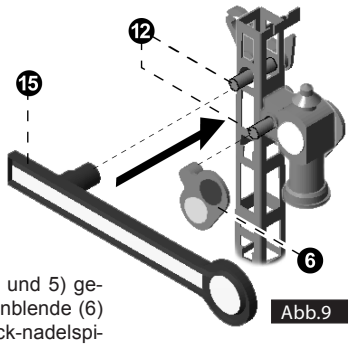
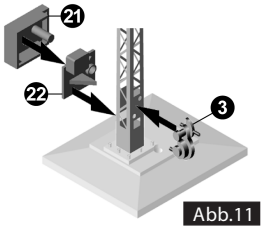

Abb.9
Abb.11
13. Als nächstes wird der Signalflügel (15) auf die Achse geesteckt, welche nun vorne aus dem oberen runden Loch des Mastes herausragt (Abbildung 9). Dadurch wird auch die eingesetzte Stellmechanik fixiert. Die Position des Flügels spielt momentan noch keine Rolle, seine exakte Ausrichtung erfolgt später.
15. Die Laternenblende (6) mit den zwei Farbfilterscheiben wird auf die Achse der Stellmechanik (12) aufgeschoben, welche aus der Öffnung an dem Laternenkörper nach vorn herausragt (Abbildung 9).
16. Die Mastspitze (14) wird oben in den Mast (2) eingesetzt und mit einem Tropfen Sekundenkleber festgeklebt.
17. Das Mastschild (16) wird nun durch Stecken und Kleben in den vorgesehenen Löchern an der Vorderseite des Mastes befestigt.
18. Jetzt wird die Imitation der Laternenwinde (3) in die Halterung - d.h. die Löcher am Mastfuß (Abbildung 11) eingesetzt und mit einem Tropfen Kleber fixiert.
19. Das Rückteil der Antriebsattrappe (22) wird gemäß Abbildung 11 in die vorgesehenen seitlichen Löcher am Mast-fuß g - klebt. Hierbei ist zu beachten, dass der Kasten nach vorne herausragt, während die hintere Kante mit dem Mast bündig abschließt. Anschließend das Vorderteil (21) darauf einstecken und festkleben.